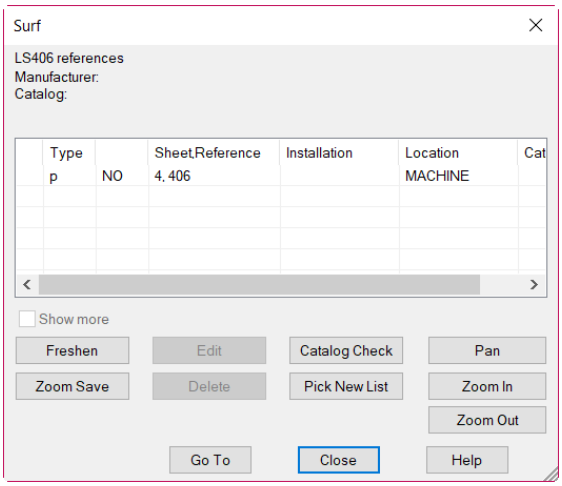

***Figure 2-78** The **Surf** dialog box*
3. Choose **Surf** from the shortcut menu; the **Surf** dialog box is displayed, as shown in Figure 2-78. Choose **Go To** from the **Surf** dialog box; the *demo004.dwg* file opens with **LS406** zoomed in.